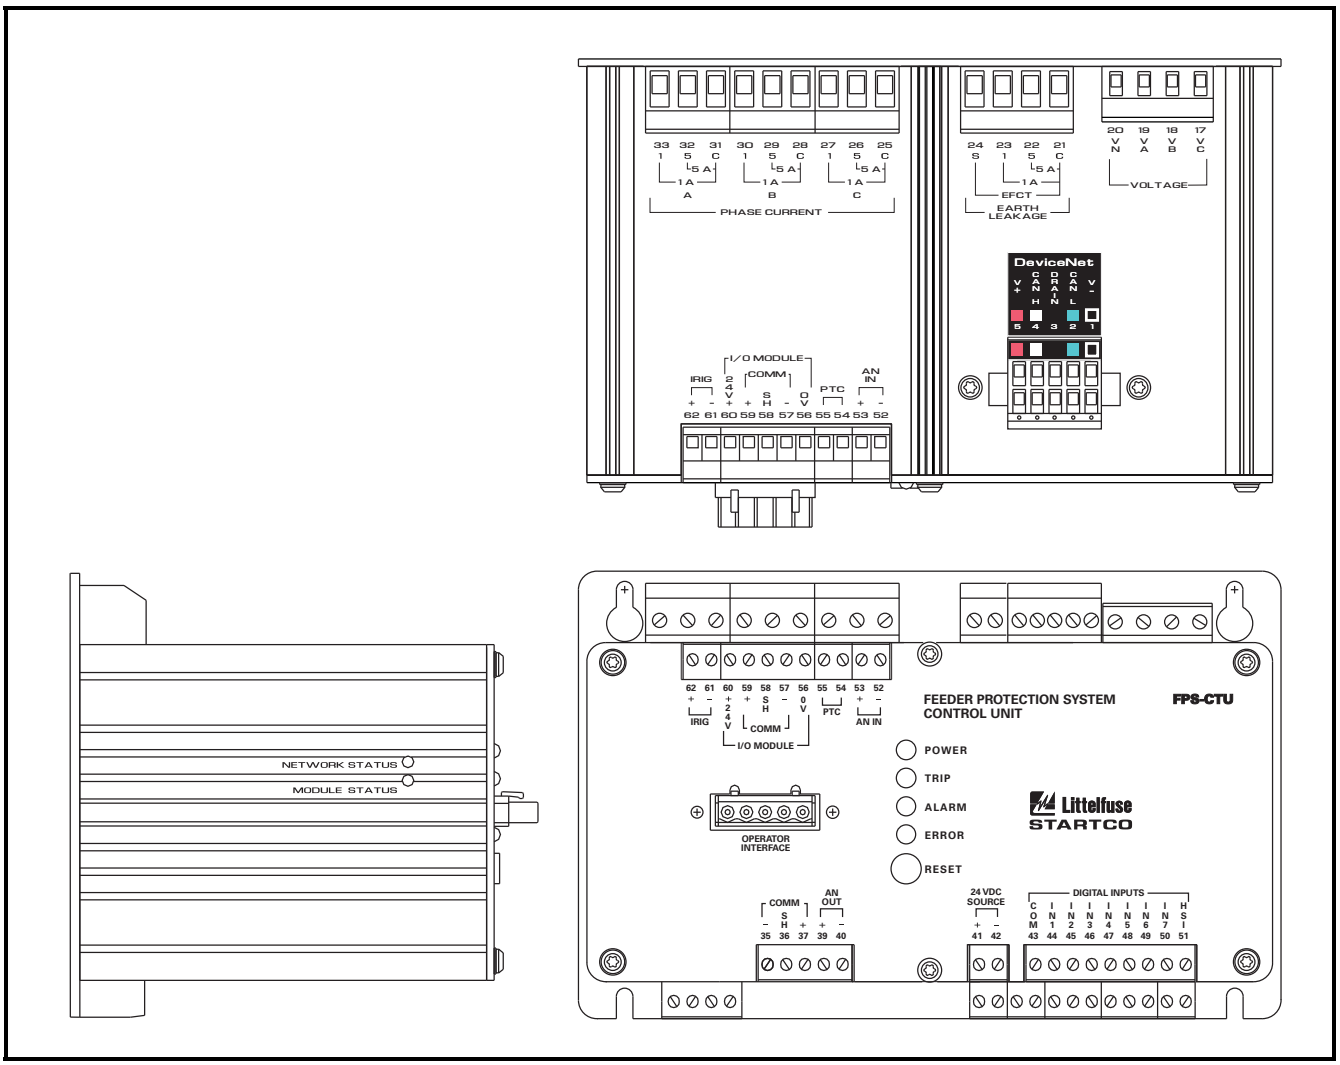

FIGURE 1. Outline Drawing.
Two LED's labeled MODULE STATUS (MS) and NETWORK STATUS (NS) are located on the left side of the control unit as shown in Fig. 1. The MS LED is green when the DeviceNet driver is operational. If this LED is off, verify that *DeviceNet* is selected from the *Setup* | *Hardware* | *Network Comms* | *Network Type* menu.